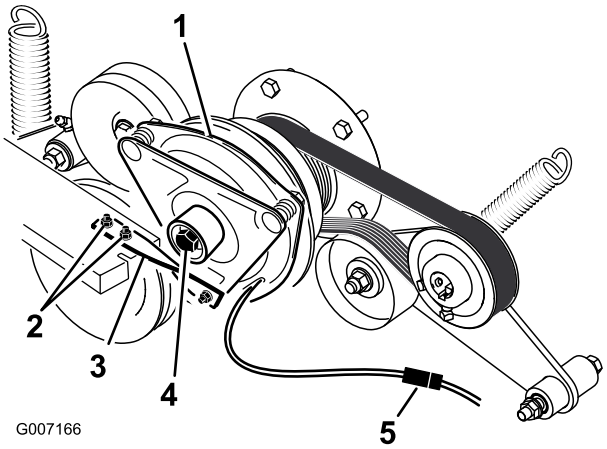

Figur 65
5. Tag koblingsstikket ud (Figur 65).
6. Fjern de bolte, der fastholder gummikoblingsarmen til plæneklipperstellet (Figur 65).
7. Fjern den midterste bolt, der fastholder koblingen til motorens aksel, og fjern koblingen og nøglen (Figur 65).
14. Mens krumtapakslen holdes på maskinens bagende, monteres midterbolten og spændes til et moment på 68 Nm (Figur 65).
15. Monter gummikoblingsarmen på plæneklipperstellet med de to bolte og møtrikker, du fjernede tidligere (Figur 65).
17. Sæt koblingsstikket i (Figur 65).